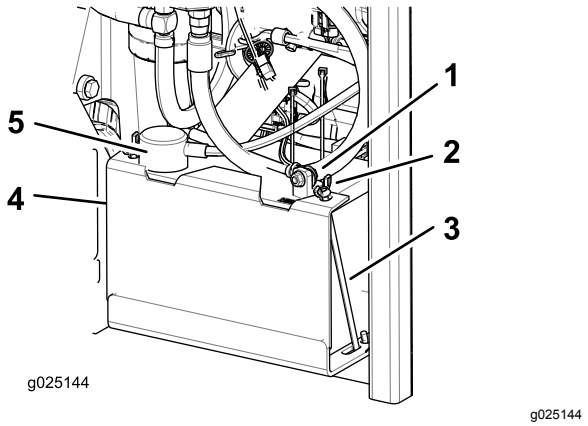

Figuur 47
3. Maak de minkabel (zwart) los van de minpool (-) van de accu (Figuur 47).
4. Schuif het rode stofkapje van de (rode) pluspool van de accu en verwijder de pluskabel (+) (Figuur 47).
5. Verwijder de vleugelmoeren van de J-vormige haken (Figuur 47).
6. Verwijder de klem (Figuur 47).
1. Plaats de accu in een bak met de accupolen van de hydraulische tank weg (Figuur 47).
4. Bevestig de kabels met 2 bouten, 2 ringen en 2 borgmoeren (Figuur 47).
6. Monteer de klem en zet deze vast met de vleugelmoeren en J-vormige haken (Figuur 47).